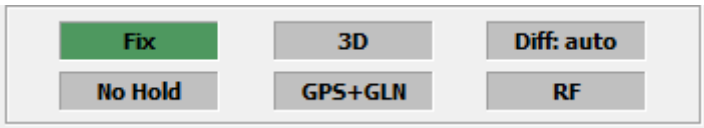

Figure 13: Receiver operation mode indicators panel
3. Receiver operation mode indicators panel (Figure 13).